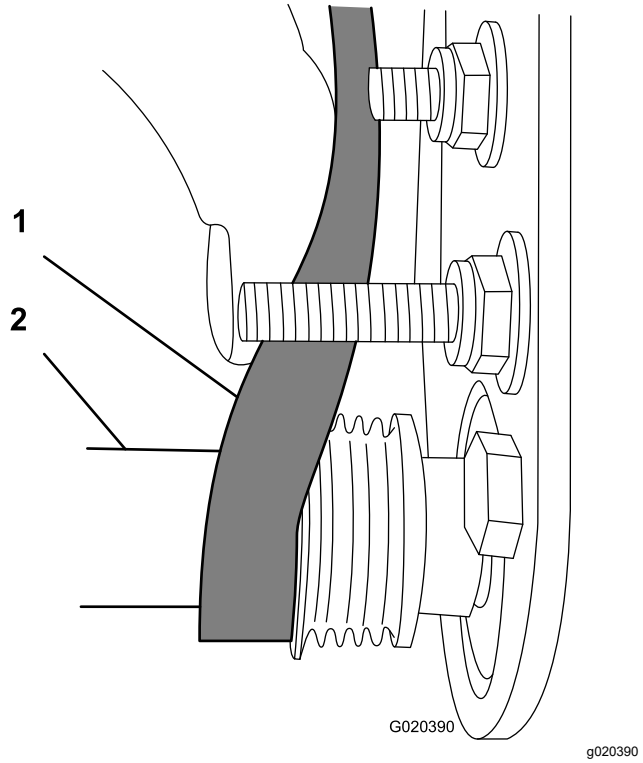

Рисунок 17
- Начните надевать ремень на **ведомый** шкив (Рисунок 17).
- Используйте глубокую головку (9/16 дюйма) для вращения щетки в сборе и установки ремня на ведомый шкив (Рисунок 17).